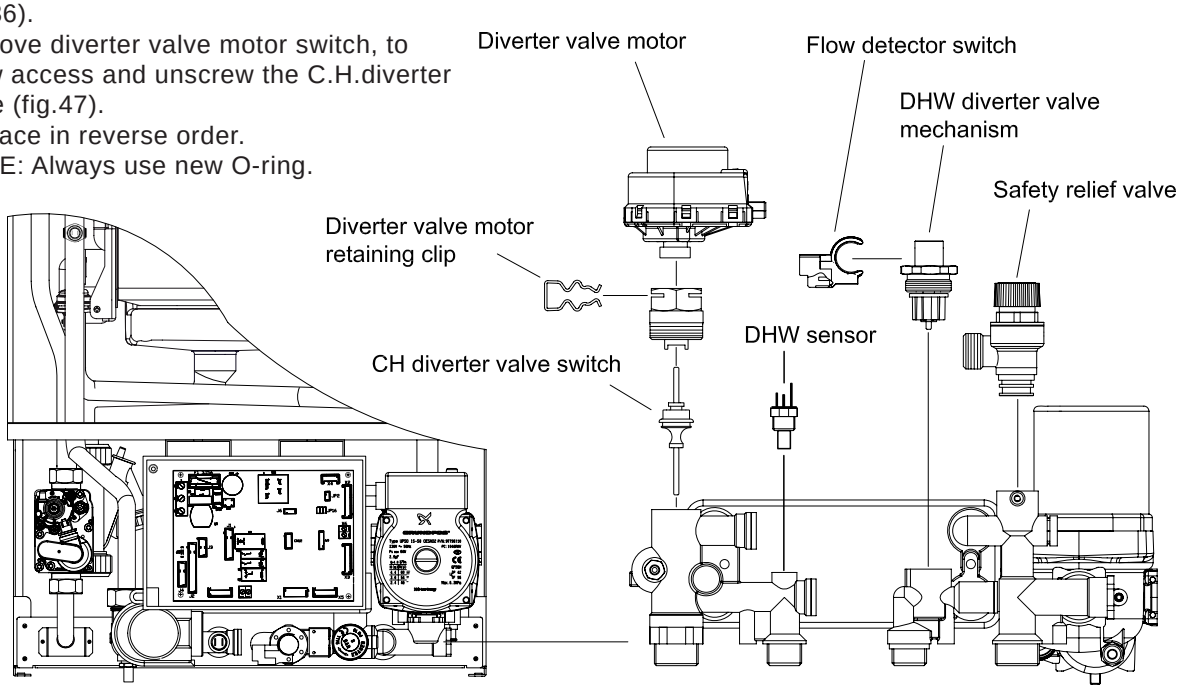

Fig.47
8.13 TO REMOVE/REPLACE DIVERTER VALVE MOTOR (Fig. 47)
8.14 TO REMOVE/REPLACE C.H. DIVERTER VALVE (Fig. 47)
Remove diverter valve motor switch, to allow access and unscrew the C.H.diverter valve (fig.47).
8.15 TO REMOVE/REPLACE D.H.W. DIVERTER VALVE MECHANISM (Fig. 47)
8.18 TO REMOVE/REPLACE SAFETY RELIEF VALVE (Fig. 47)
8.19 TO REMOVE/REPLACE D.H.W. SENSOR (Fig. 47)